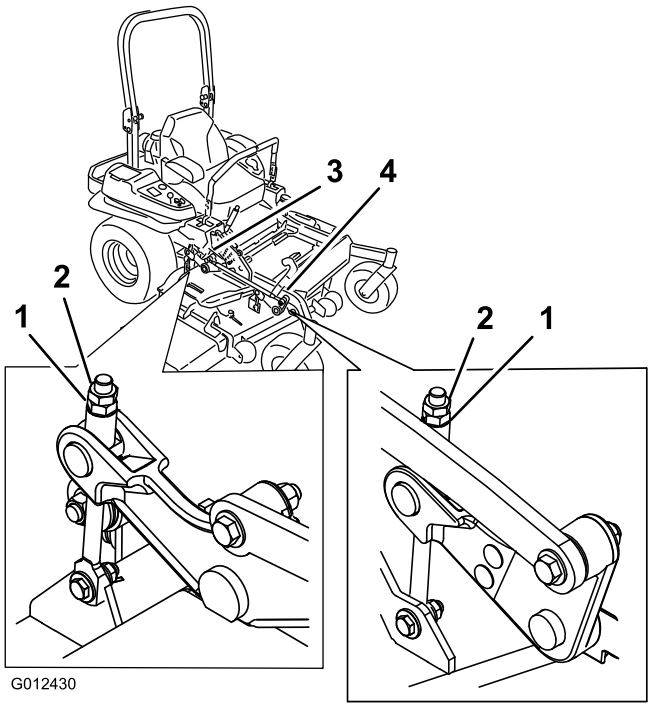

Figuur 89
10. U kunt de stelmoer op de hefinrichting van het voorste maaidek draaien om deze nog nauwkeuriger in te stellen (Figuur 89).
16. U kunt de stelmoer op de hefinrichting van het voorste maaidek draaien om deze nog nauwkeuriger in te stellen (Figuur 89).